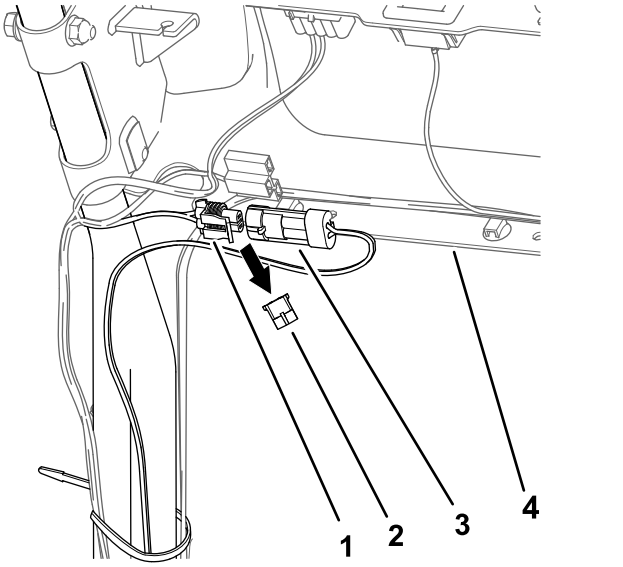

Рисунок 16
1. В задней части пульта управления отсоедините заглушку от 2-гнездового разъема жгута проводов машины (Рисунок 16).
2. Подсоедините 2-штыревой разъем жгута проводов светодиодного осветительного прибора к 2-гнездовому разъему жгута проводов машины (Рисунок 16).